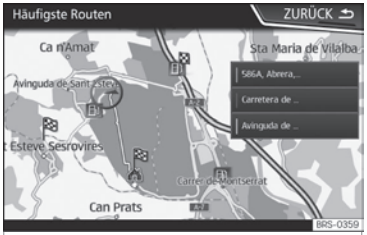

Abb. 208 Vorausschauende Navigation
- Auf dem Hauptbildschirm des Navigationsmenüs im Pop-up-Fenster die Taste HÄUFIGSTE ROUTEN antippen. Zur Anzeige der häufig gefahrenen Routen die Taste In Karte anzeigen antippen ››› **Abb. 208**.